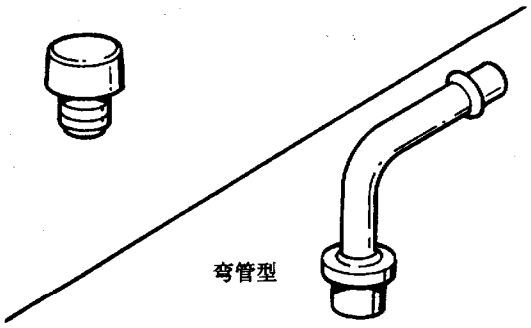

图 4－137　通气装置
(1) 解体：从壳体盖上拆下冷却器油管接头 17（见图 4－140）。
(2) 组装：
①将螺纹密封胶 12345382 涂到冷却器油管接头上。
②将冷却器油管接头 17 装到壳体盖上，以 38N·m 的力矩拧紧。
(3) 检查：